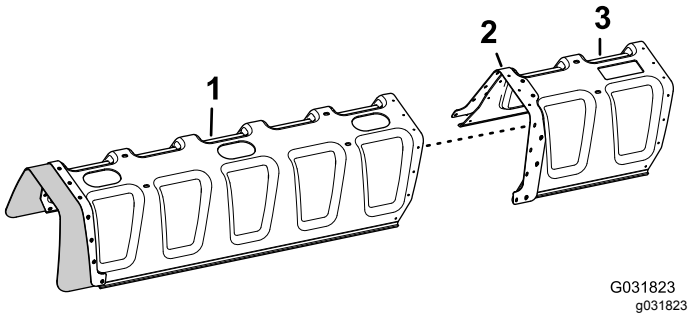

Figur 232
3. Placer hullerne i forstærkningspladen (dobbelt række) på afdækningsudvidelsen ud for hullerne i enden af 11-dyse-bomafdækningen (Figur 232).